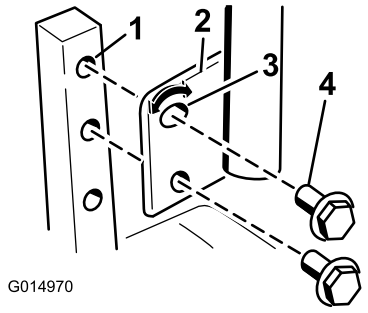

Figuur 23
1. Verwijder de 2 bouten waarmee de rijhendels is bevestigd aan de schacht van de bedieningsarm (Figuur 23).
2. Zet de rijhendels in de volgende groep openingen. Zet de hendel vast met de 2 bouten (Figuur 23).
2. Draai de onderste bout los totdat u de rijhendels naar voren of naar achteren kunt bewegen (Figuur 23). Draai de moeren aan om de rijhendels vast te zetten in de nieuwe stand.